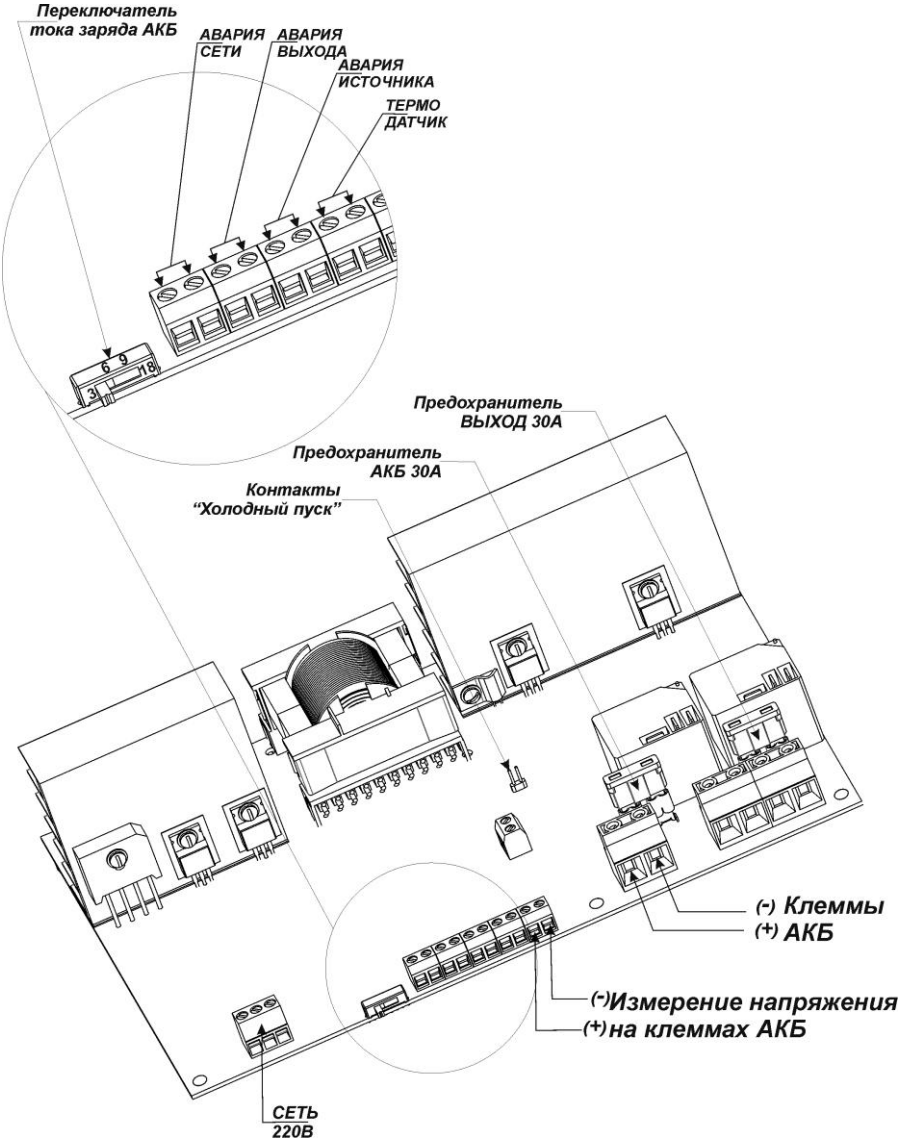

Рисунок 3 - Расположение органов коммутации, управления и защиты в зарядном устройстве
- выставить переключателем ток заряда АКБ см. таблицу 3 и рисунок 3;